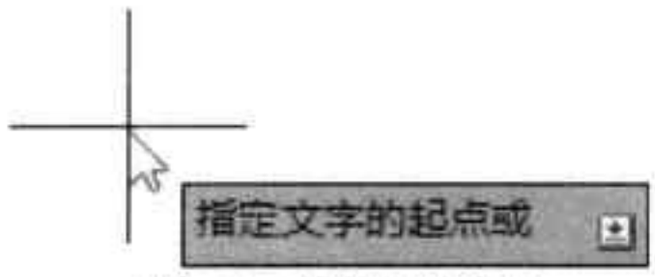

图8-11 指定文字起点
Step 01 执行“注释 > 文字 > 单行文字”命令，根据命令行提示，在绘图区指定文字起点，按回车键，如图 8-11 所示。